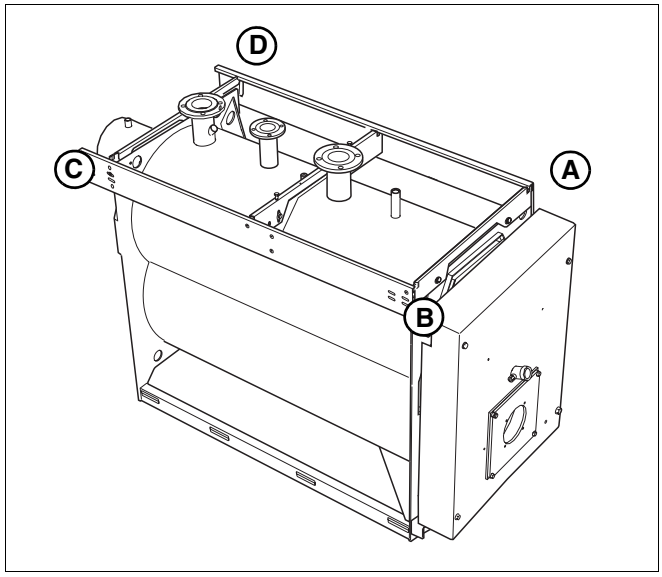

Рис. 18 Выравнивание левой и правой траверс относительно друг друга
- Выровнять диагонали между левой и правой траверсами от A до C и от B до D (рис. 18). Если требуется, то сдвинуть траверсу и закрепить винтами в овальных отверстиях.